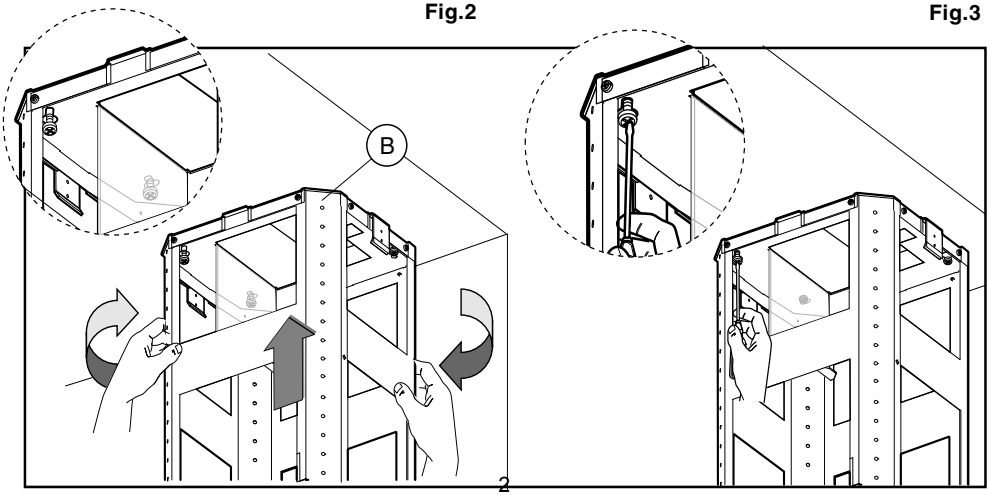

Fig.4
- Tag den øverste del af strukturen **B** (fig.4) og placèr den mod de 3 ikke helt fastskruede skruer i overensstemmelse med de 3 huller.
Drej en lille smule, til den er fastgjort (fig. 4).